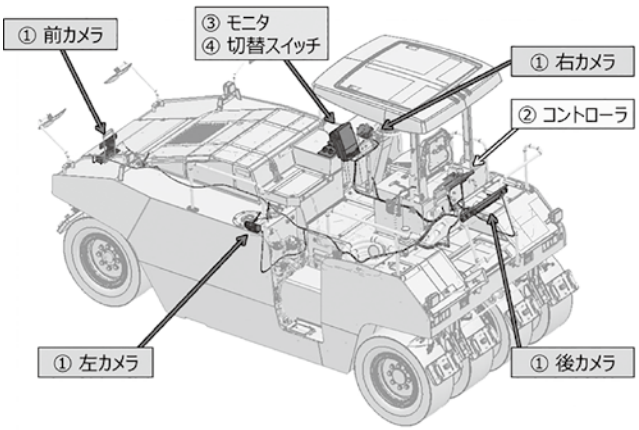

図 9　Aerial Angle®の構成
本装置の主な構成を図 9 に示す。①カメラ（前後左右）は、車両前後左右の映像を撮影する。②コントローラは、カメラの映像を合成し、モニタへ出力する。③モニタは車両形状に合わせて縦置きで搭載しており、 7 インチの画面全体に映像を表示する。④切替スイッチはモニタ下に配置され、全周囲映像を含め、 4 種類の映像を切替えて表示する。